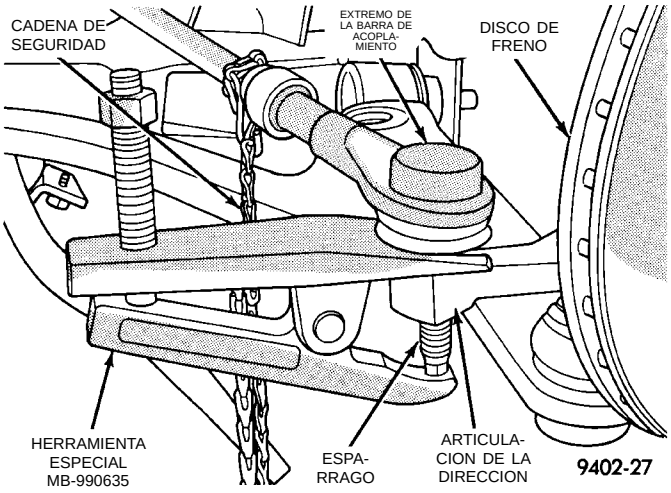

Fig. 21 Desmontaje del extremo de la barra de acoplamiento de la articulación de dirección
(3) Retire de la articulación de la dirección el espárrago del extremo de la barra de acoplamiento con el Extractor, Herramienta especial MB-990635 (Fig. 21).
(4) Retire el extremo de la barra de acoplamiento externa de la barra de acoplamiento interna, desenroscándolo de la misma.